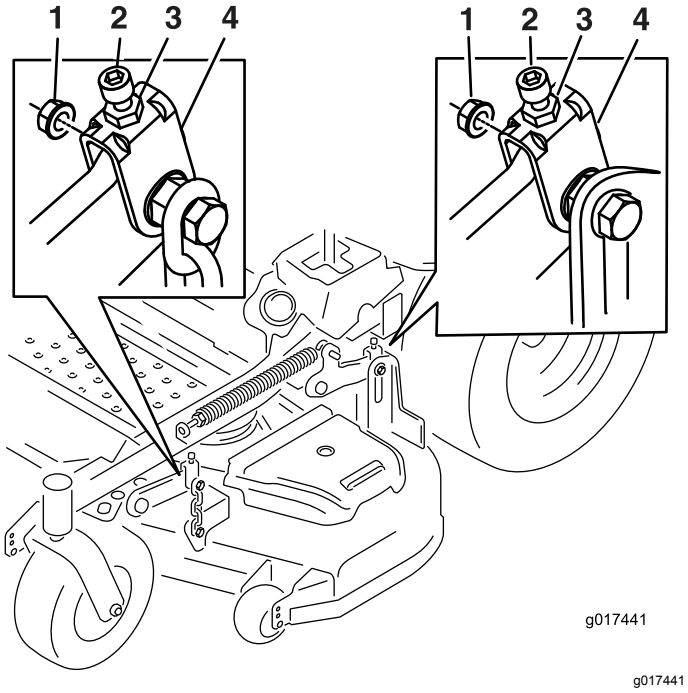

**Figur 78**
10. Løsn om nødvendigt kravemøtrikken på siden af gaflen og kontramøtrikken øverst (Figur 78).
17. Finjuster justeringsskruen ved at dreje den til en højde på 8,3 cm (Figur 78).